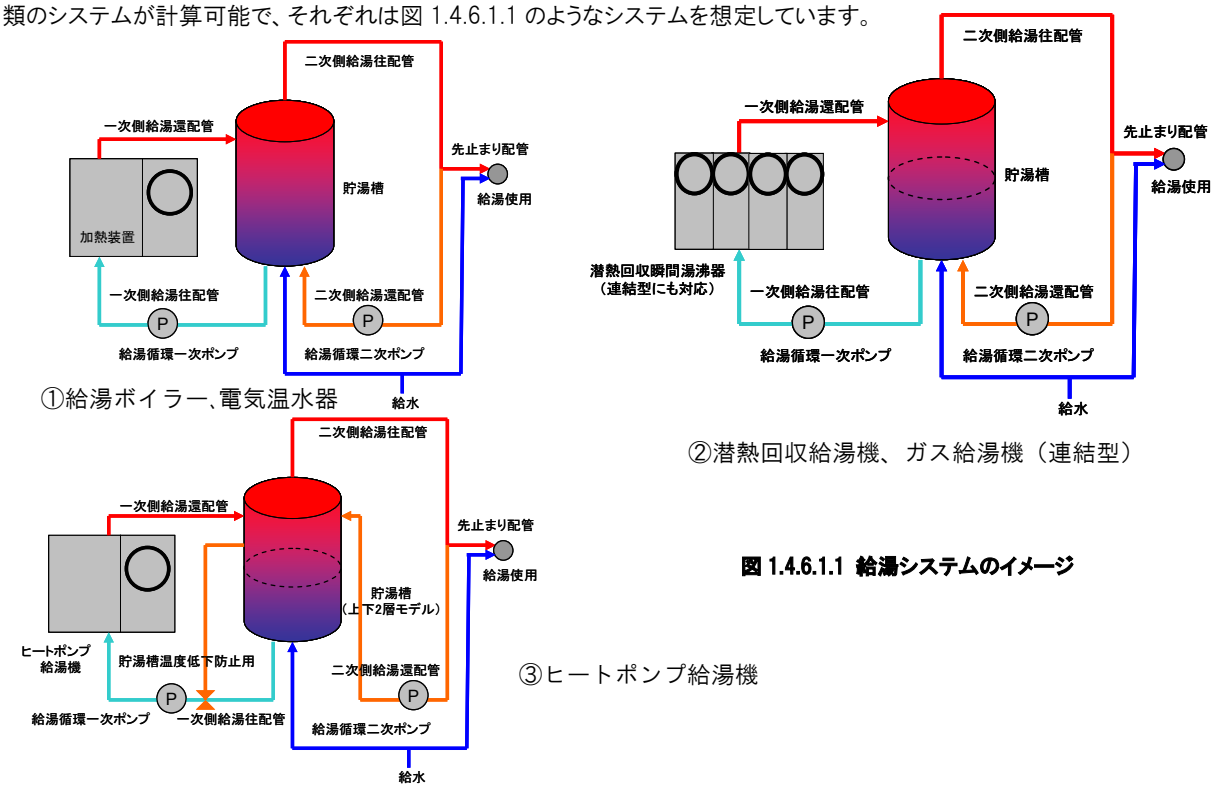

図 1.4.6.1.1 給湯システムのイメージ
二管式中央給湯方式では、①給湯ボイラー、電気温水器、②潜熱回収型給湯機、ガス給湯機（連結型）③ヒートポンプ式給湯機の3種類のシステムが計算可能で、それぞれは図 1.4.6.1.1 のようなシステムを想定しています。